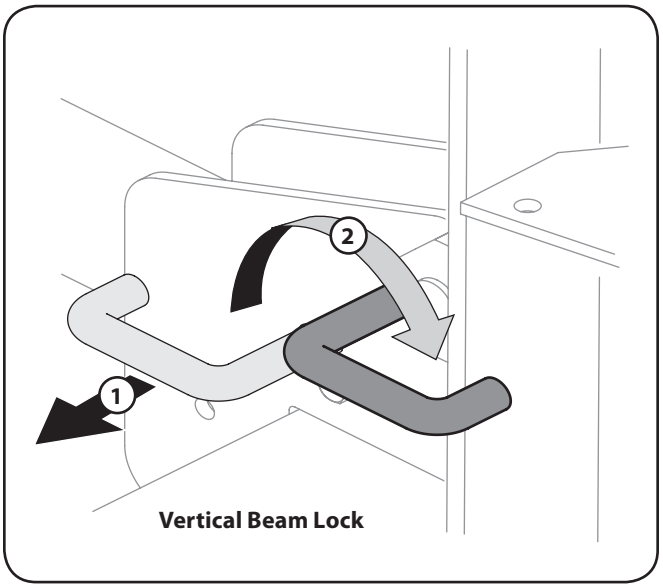

Figure 5-2
b. To lock the beam in the vertical position, pull out on the vertical beam lock and rotate it to secure the beam. See Fig. 5-2.